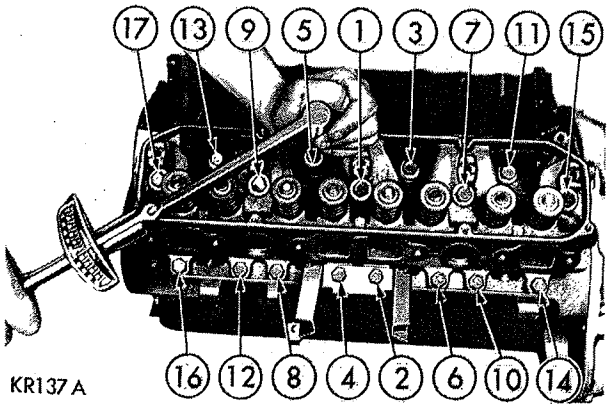

*Fig. 10—Cylinder Head Tightening Sequence*
(1) Clean gasket surfaces of the cylinder block and cylinder head. Remove all burrs from edges of cylinder heads.
(2) Inspect all surfaces with a straightedge if there is any reason to suspect leakage.
(3) Coat new gaskets with a suitable sealer, MoPar Number 1057794 or equivalent. Install gaskets and cylinder heads.
(4) Install cylinder head bolts. Starting at top center, tighten all cylinder head bolts to 50 foot-pounds in sequence (Fig. 10).